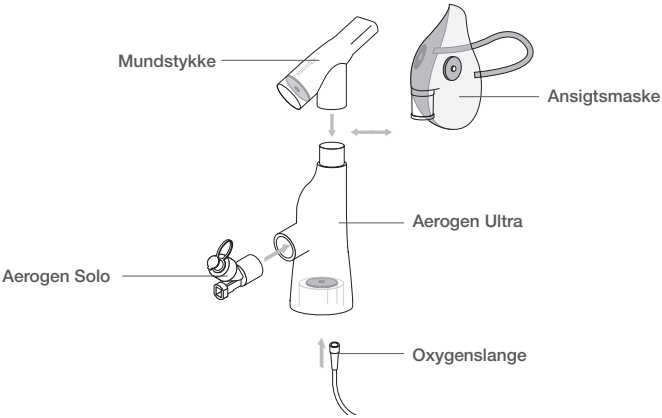

Figur 4. Samling af Aerogen Ultra
1. Sæt Aerogen Solo-forstøveren godt fast i Aerogen Ultra i den retning, der er vist i Figur 4.